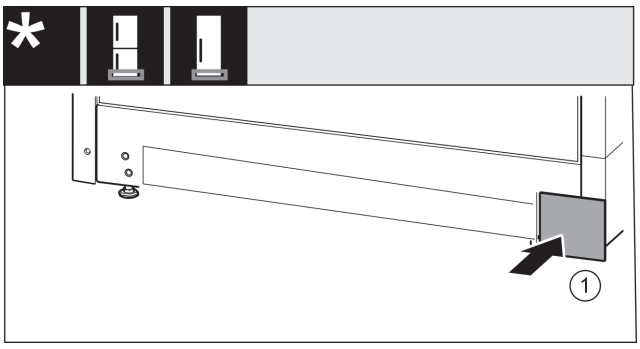

Fig. 17
- ▶ Uzlieciet atpakaļ pārsegu *Fig. 17 (1)* otrajā pusē.